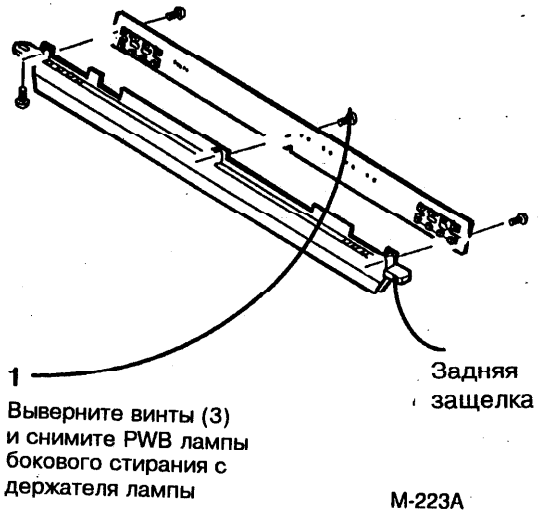

Рис. 2. Снятие печатной платы лампы бокового стирания из держателя лампы
4. (Рис.2): Снимите печатную плату лампы бокового стирания из узла лампы бокового стирания.